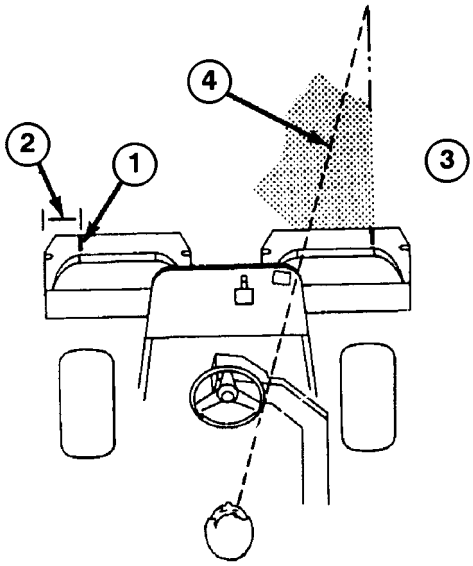

Fig. 16
2. Applicare una striscia di nastro adesivo bianco o tracciare una riga su ciascun cestello in parallelo con il loro bordo esterno (Fig. 16).